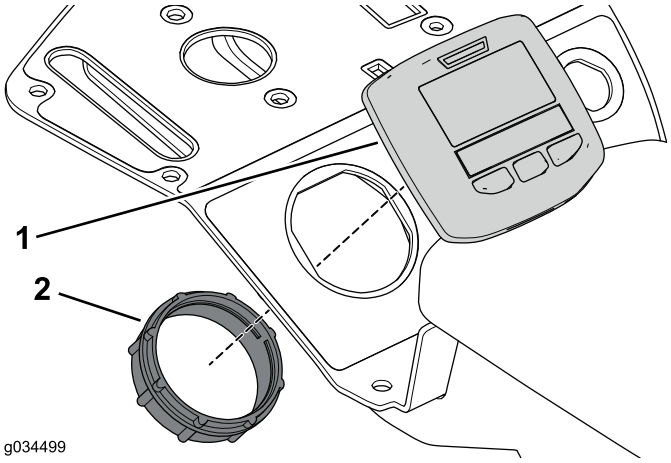

図 10
1. コンソールアセンブリにディスプレイを固定しているリテーナリングを外してディスプレイを外す図 10。